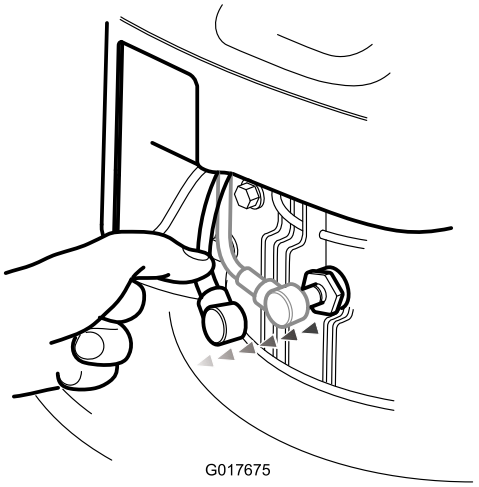

Рисунок 21
2. Отсоедините провод свечи зажигания (Рисунок 21).